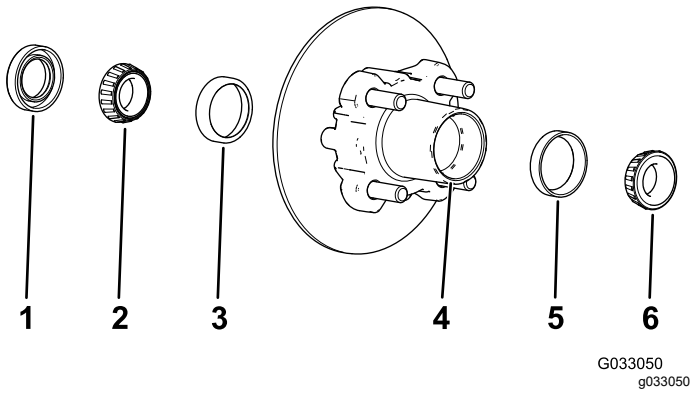

Bild 35
1. Nehmen Sie das Außenlager und den Lagerring von der Radnabe ab (Bild 35).
2. Nehmen Sie die Dichtung und das Innenlager von der Radnabe ab (Bild 35).
5. Entfernen Sie Fett, Schmutz und Rückstände aus dem Hohlraum der Radnabe (Bild 35).
7. Füllen Sie den Hohlraum der Nabe zu 50 % bis 80 % mit der angegebenen Fettsorte (Bild 35).
8. Montieren Sie das Innenlager auf dem Lagerring an der Innenseite der Nabe und setzen Sie die Dichtung ein (Bild 35).